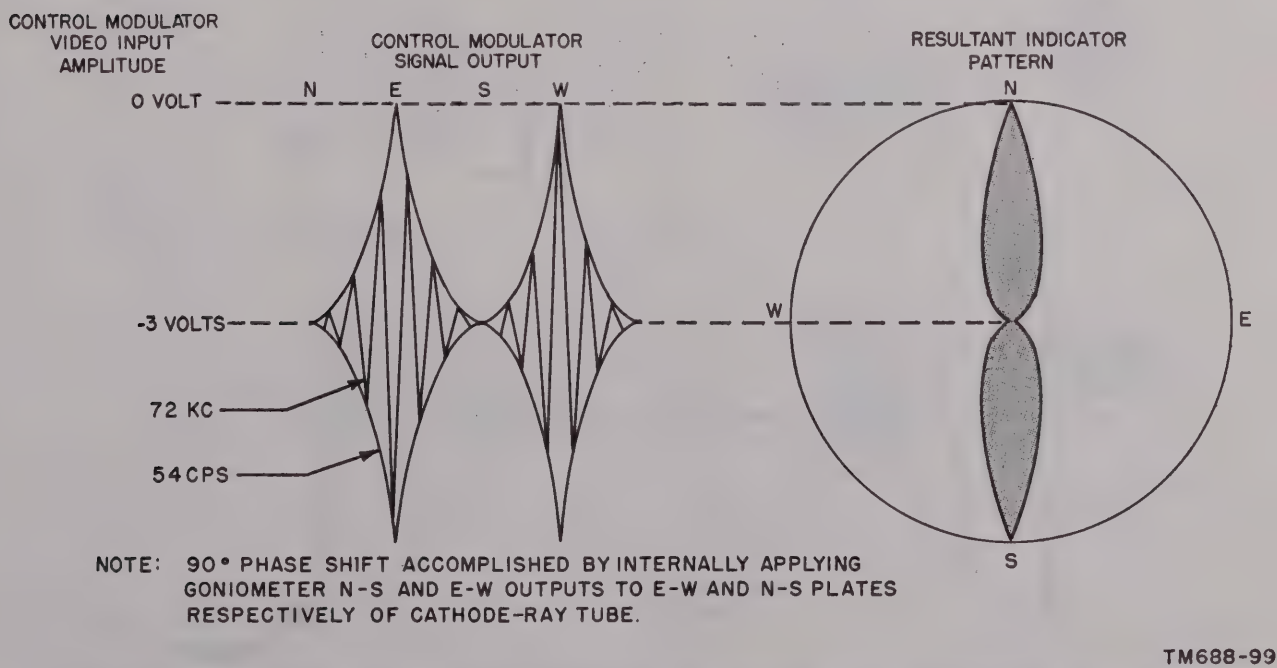

Figure 73. Relationship between control modulator wave form and resultant propeller-shaped pattern.
(2) *Signal Condition.* The modulation voltage derived from the received signal by the detector is applied to the injection grid (pin 1) of control modulator V302 while the steady 72-kc signal is applied to the signal grid (pin 7). The modulating frequency is approximately 54 cps because the signal goniometer is rotating at 27 revolutions per second, and there are two maximum signal positions per revolution. The negative excursion of the modulation voltage varies the output amplitude of the control modulator, thus controlling the amplitude of the rotating diametral line. With the modulation wave shape shown in figure 73, a propeller-shaped pattern is obtained.